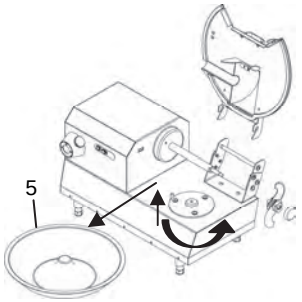

Abb. 6.3.7
- Wanne entgegen Uhrzeigersinn drehen 5 Abb. 6.3.7, damit diese aus ihrem Sitz genommen werden kann.